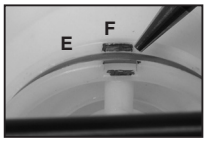

Figure 18
6) Replace the pressure cylinder by placing the tank upside down on the floor and applying grease to the lip of the pressure cylinder and O-ring (Figure 18) (E). Place the pressure cylinder into the tank making sure to line up the tab on the tank with the notch (F) in the pressure cylinder. Push down forcefully and rock the cylinder back and forth. If necessary, use a 12 - 18 inch piece of 2 x 4 lumber to apply downward force on the pres-sure cylinder. Be sure to use a rag or piece of cloth between the sprayer and the 2 x 4 to protect the pressure cylinder.